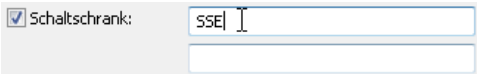

Bild 19.11 – Das Feld *Schaltschrank* eines ganzen ISP wird mit Inhalt versehen
- Auf gleiche Art können Sie für einen ISP und alle darin enthaltenen Anlagen das Feld *Schaltschrank* mit einem (neuen) Wert versehen (Abb. 19.11).